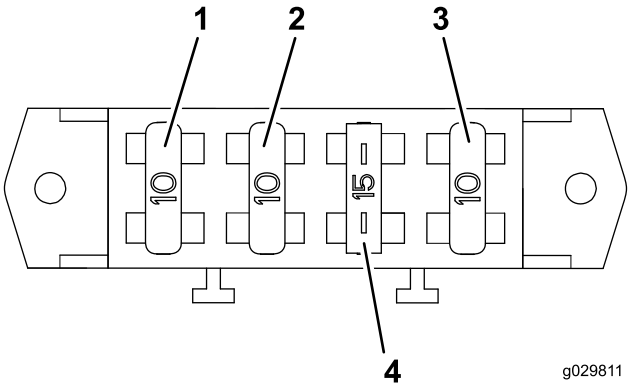

Bild 41
1. Setzen Sie die Sicherungen, drei (10 A) und eine (15 A) in die Sicherungsblockschlitze ein (Bild 41).